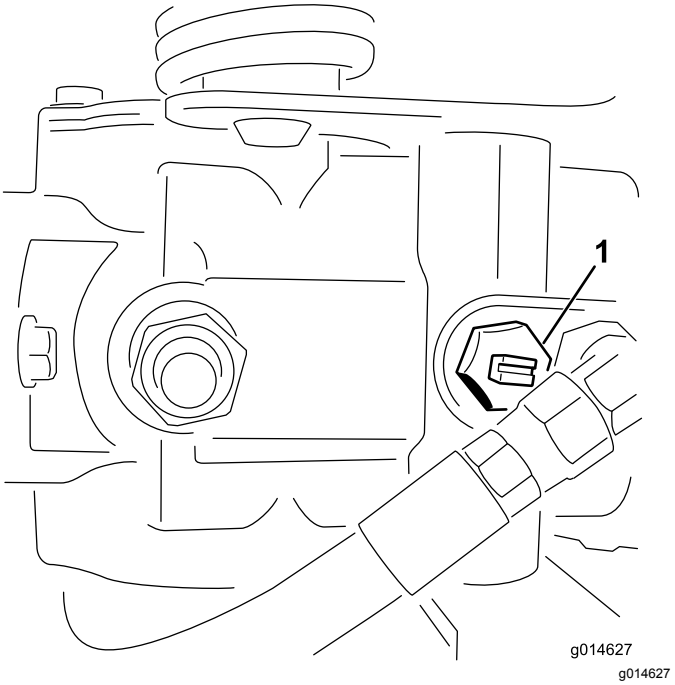

**Figuur 29**
1. Ga naar de omloopklep op de pomp en draai deze zodat de sleuf verticaal staat (Figuur 29).
2. Voordat u de motor start, moet u de omloopklep sluiten door deze zo te draaien dat de sleuf horizontaal staat (Figuur 29).